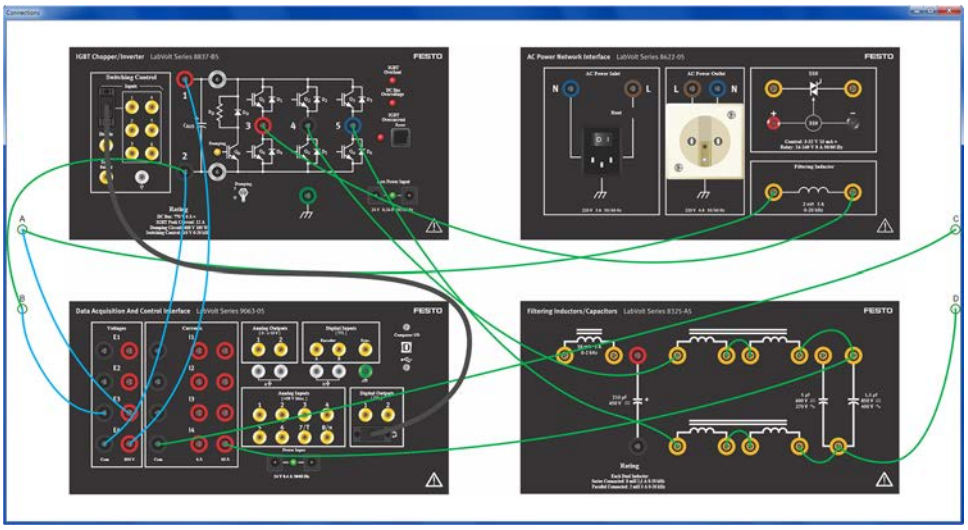

Figure 11 : Fenêtre Connexions montrant les connexions à effectuer sur les modules pour implémenter la fonction Onduleur autonome monophasé.
- Enfin, la fenêtre de commande montre un schéma du circuit électrique commandé par la fonction sélectionnée dans le panneau Réglages de commande. Cliquer sur le bouton Afficher les connexions sous ce schéma fait apparaître une fenêtre Connexions montrant les connexions à effectuer sur les modules EMS lors du montage de l'équipement pour la fonction sélectionnée (voir la figure 11). Les connexions affichées dans la fenêtre Connexions correspondent à celles représentées par des lignes noires dans la figure précédente.